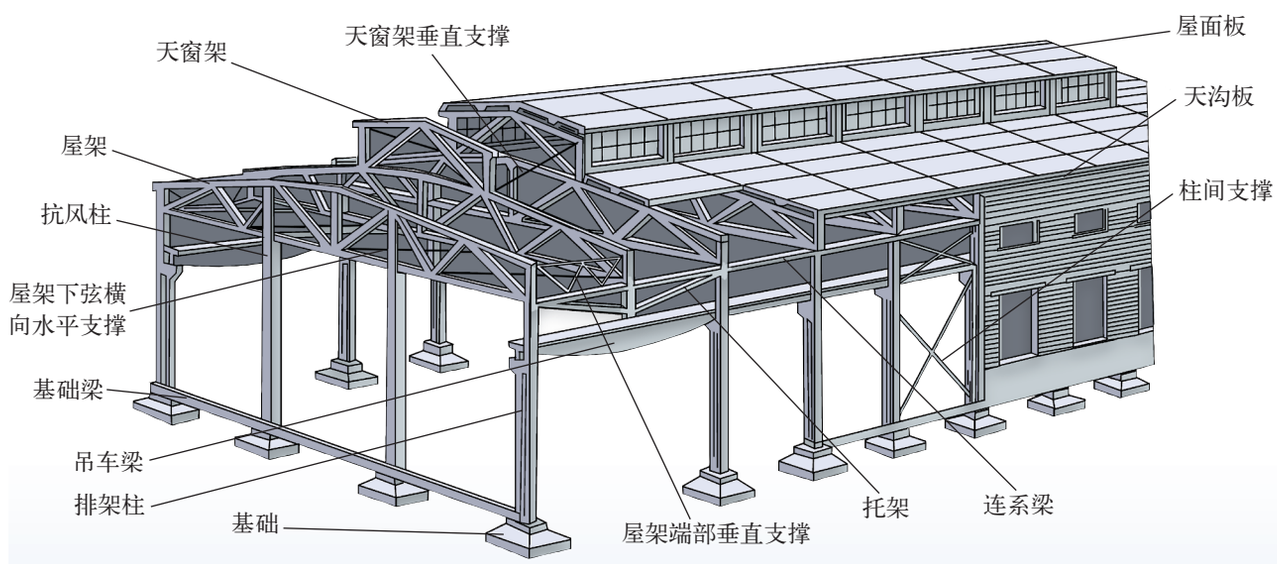

图 3.2　单层工业厂房的构造组成图
2. 单层厂房中的抗风柱和柱间支撑（图 3.2）起什么作用？